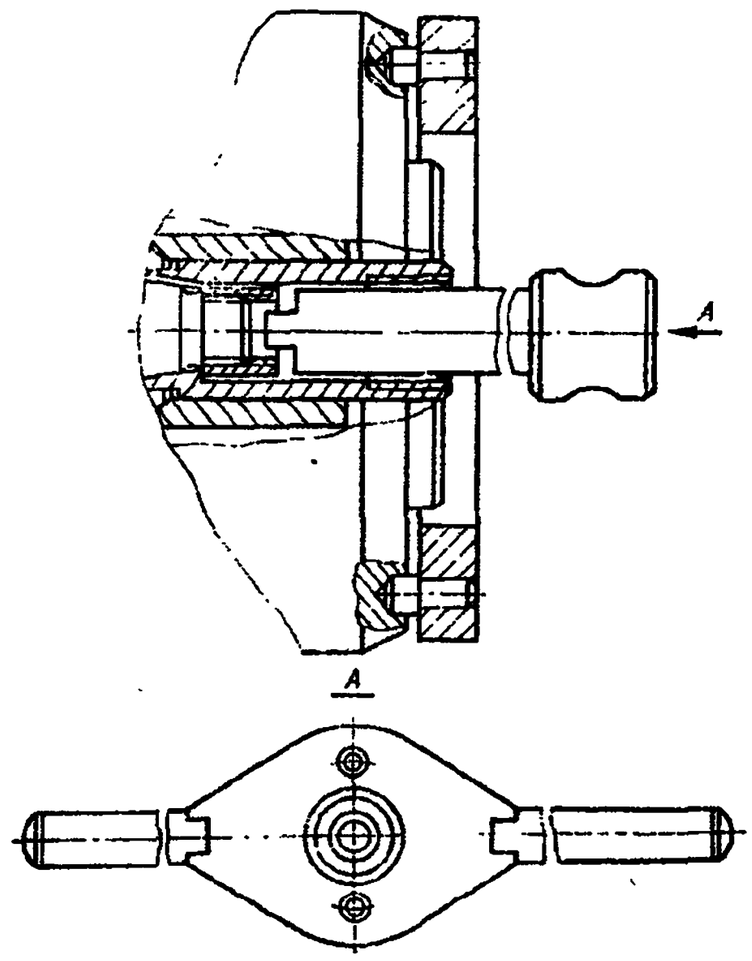
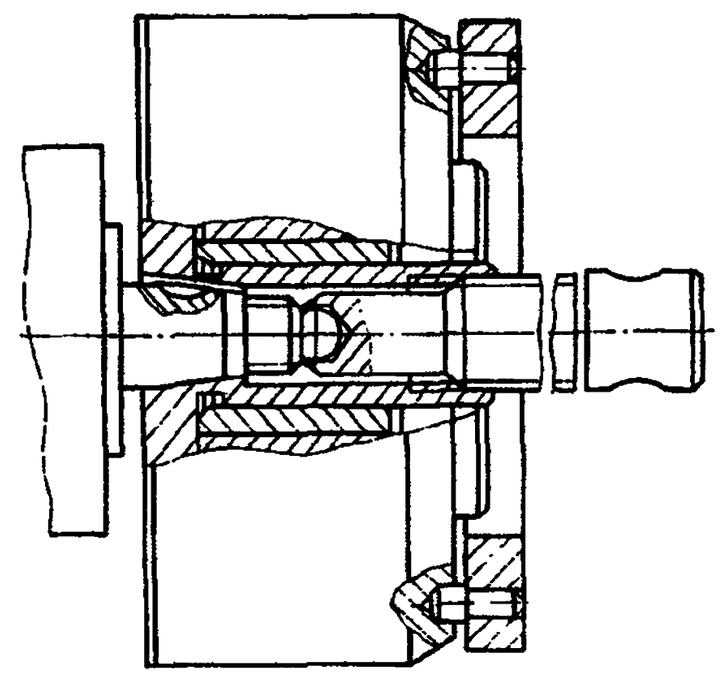

Рис. 77. Отворачивание гайки крепления муфты опережения впрыска топлива
Рис. 78. Снятие муфты
2. Используя приспособление И801.16.000, отверните гайку крепления муфты опережения впрыскивания топлива (рис. 77) и спрессуйте муфту с кулачкового вала (рис. 78)	Приспособление